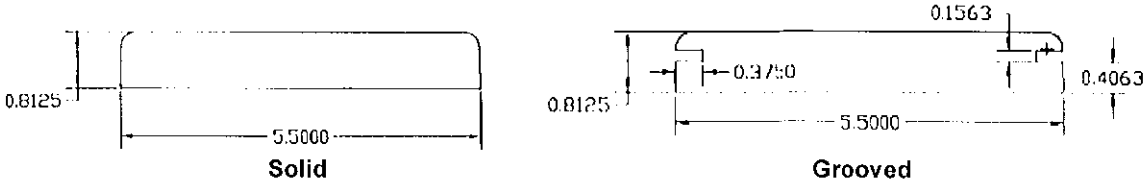
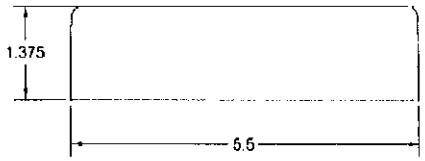

Figure 1 – *EverGrain*® 1x6 Board
Figure 2 – *EverGrain*® 2x6 Board
3.2. *EverGrain®* 1x6 board is produced in both solid and grooved rectangular profiles and is a nominal 1 inch thick and 5.5 inches wide. The 2x6 board is produced in a solid rectangular profile and is a nominal 1.4" inches thick and 5.5 inches wide. See Figure 1 and Figure 2.